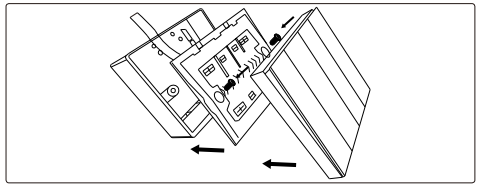

图4
6.2 用自带的2颗ST4x10的自攻螺丝将开关主体固定于底盒上(如图4所示)。